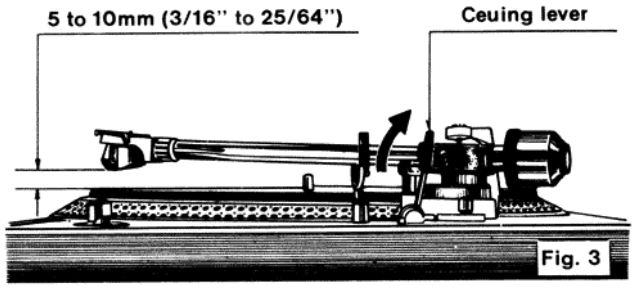

Fig. 3
❸ADJUSTMENT OF THE ARM LIFT HEIGHT
*If, for any reason, the range is too narrow of wide, turn the adjustment screw clockwise or counterclockwise pushing the arm lift. (See Fig. 3 and 4)